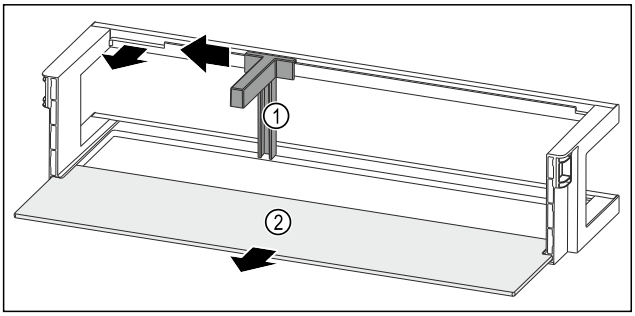

Fig. 214 Balconnet de contre-porte avec range-bouteilles et tablette de rangement
▶ Pousser le range-bouteilles *Fig. 214 (1)* sur le côté jusqu'à l'évidement.
▶ Retirer le range-bouteilles *Fig. 214 (1)*.
▶ Retirer la tablette de rangement *Fig. 214 (2)*.